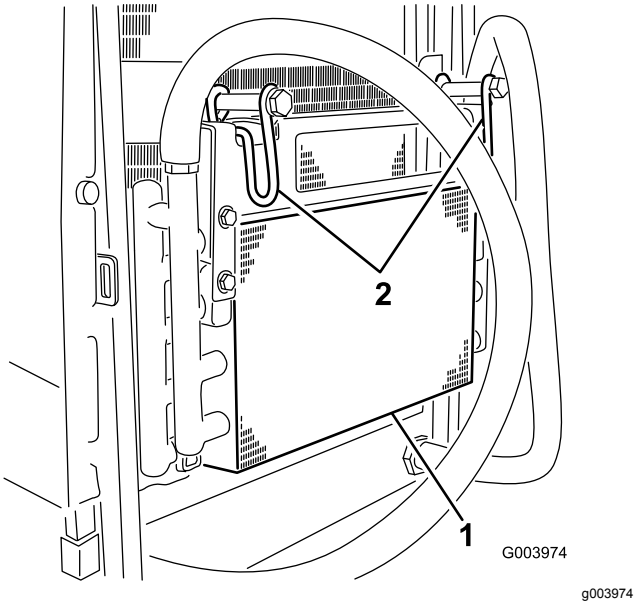

Figur 58
5. Sving låsene innover for å frigjøre oljekjøleren (Figur 58).